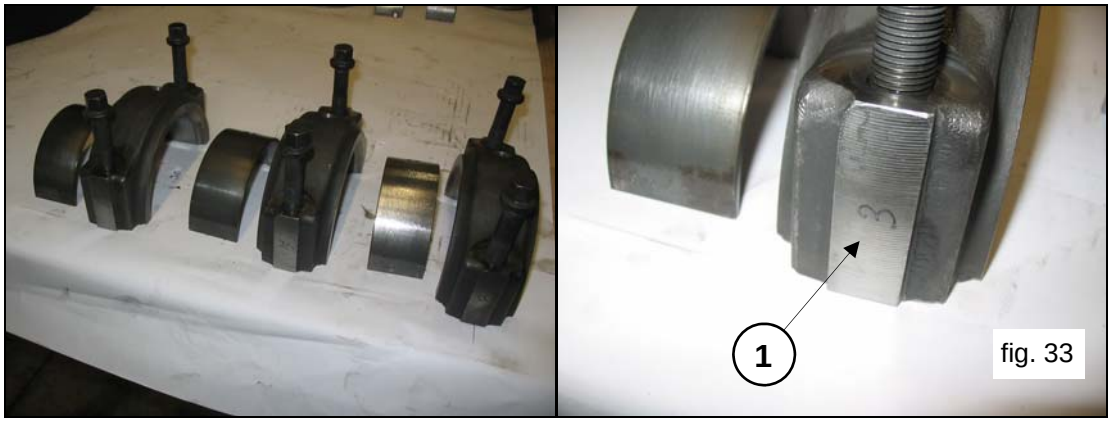

fig. 33
Couple the connecting rods with the previously disassembled caps; be sure to respect numbering (pos.①, fig.33).
Separate the caps from the connecting rod; correct coupling is guaranteed by the numbering on the side (pos.①, fig.33).